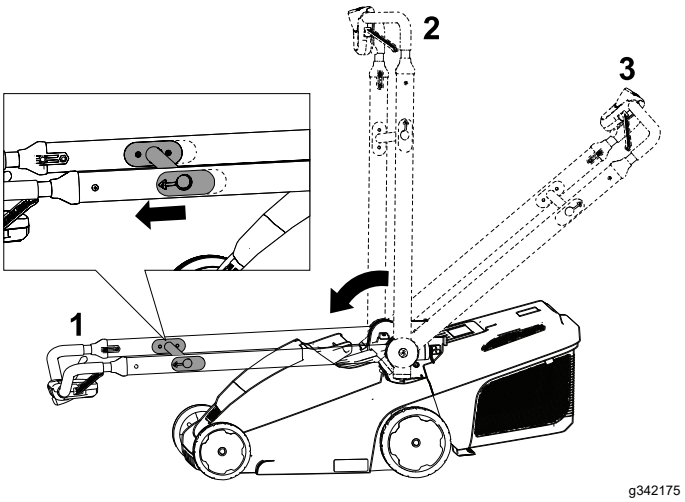

Figur 21
2. Trekk håndtakets utløsersikring mot det øvre håndtaket for å løsne håndtakslåsen (Figur 21).
3. Fold håndtaket halvveis fremover til hevet stilling eller helt fremover til vertikal stilling, som vist i Figur 21.